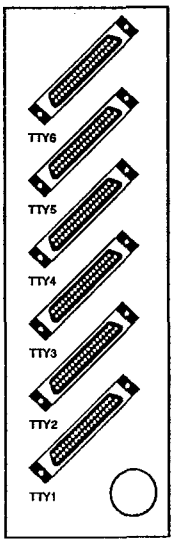

Figure 2-1. Interface Connector Panel
6. Move the connector jack for your terminal to the jack of the link restored in Step 2. Figure 2-1 shows the location of the jacks associated with each link.